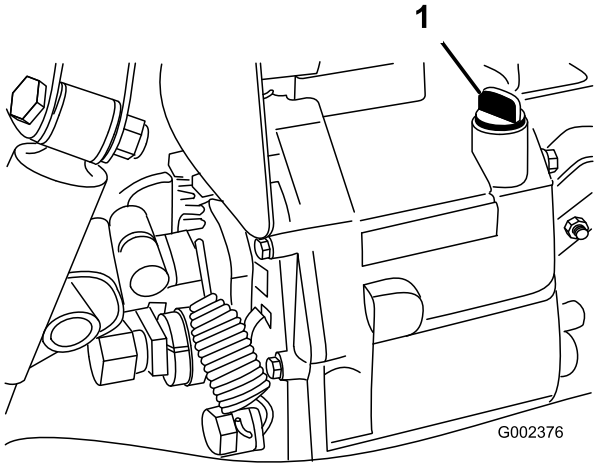

Figura 19
2. Limpe a zona em redor da vareta (Figura 19).